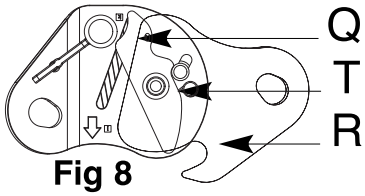

Fig 8
Le système est constitué de deux flasques articulés autour de l'axe de la came (Fig. 8 page 2, Q). L'appareil s'ouvre en faisant pivoter le flasque mobile (R). Le ressort de la came (Fig. 8 page 2, S) permet de maintenir la came en pression sur le support d'assurage. Quand le support d'assurage est en place et que le connecteur verrouille les deux flasques, il n'est plus possible d'ouvrir l'appareil ; le support d'assurage est alors prisonnier de l'appareil.
Les Stopfor™ KS, BS, KSM, BSM sont équipés d'un système anti-retournement (Fig. 8 page 2, T) qui garantit le sens de fonctionnement du Stopfor™ sur le support d'assurage. Si le Stopfor™ est présenté à l'envers face au support d'assurage vertical, le système anti-retournement vient bloquer la mâchoire (Q Fig. 8 page 2). Cette opération interdit la mise en place du Stopfor™ sur son support d'assurage.